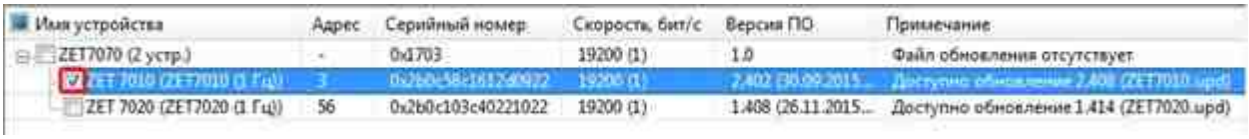

Рис.4.6 Выделение цифрового датчика
1. В таблице подключенных устройств выделить цифровой датчик, лог ошибок которого следует отобразить (*Рис.4.6*).